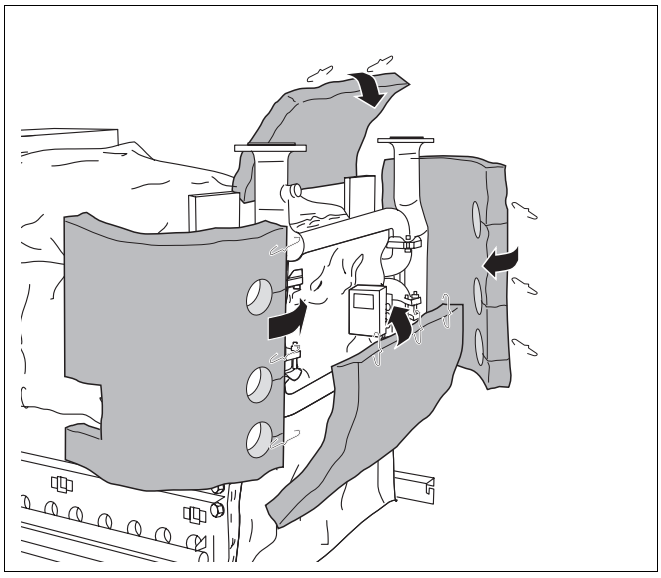
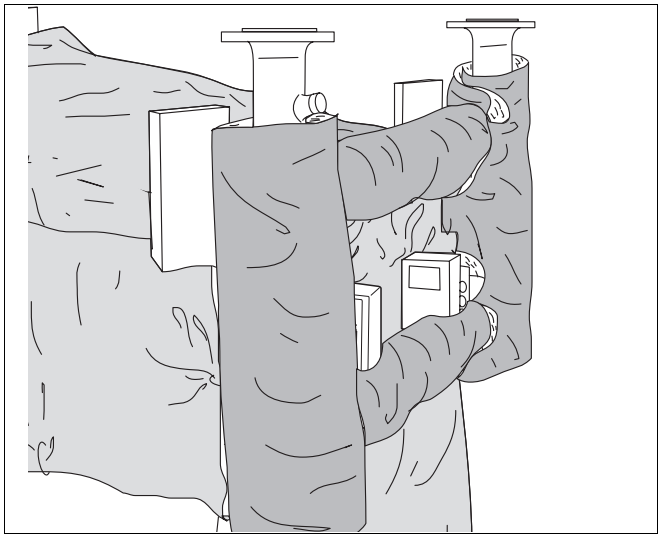

Afb. 51 Isolatie van de leidingen aanbrengen
Afb. 52 Isolatie compleet gemonteerd
Isolatie van de leidingen aanbrengen (afb. 51 en afb. 52).
- Plaats de isolatie (links en rechts) om de verticale leidingen en bind ze samen met bevestigingsveren. De dwarsleidingen worden door de bovenste en onderste ronde uitsnijding gevoerd (afb. 51).
- Leid de stelmotor door de middenste ronde uitsnijding (afb. 51).
- Plaats de isolatie (boven en onder) om de dwarsleidingen en trek ze samen met bevestigingsveren (afb. 51).